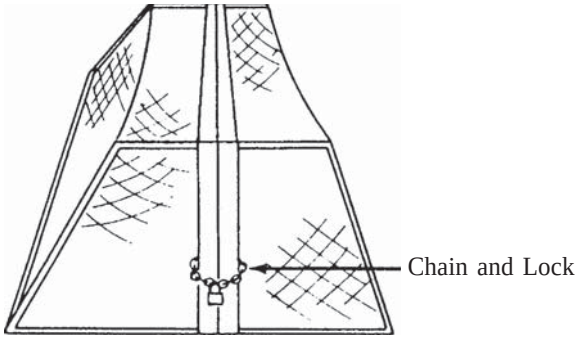

Figure 4.1: Join Goal Faces and Lock Together Using Chain and Lock
1) Place the goal frames face to face and secure them at each goalpost with a lock and chain (see Figure 4.1),